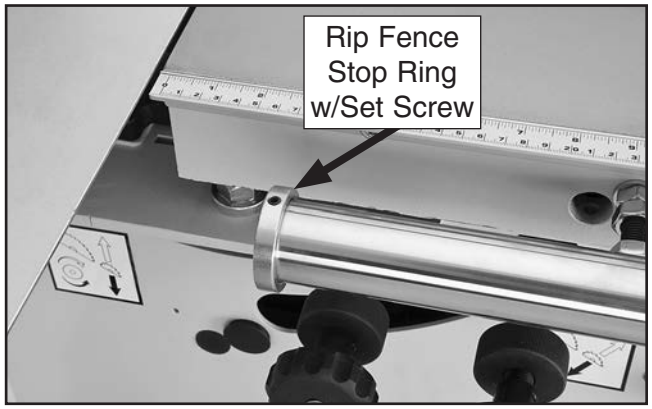

Figure 40. Rip fence stop ring attached to rail.
32. Slide rip fence stop ring onto end of rail and tighten set screw to secure it in place (see **Figure 40**). When installed correctly, this ring will prevent rip fence from contacting blade.